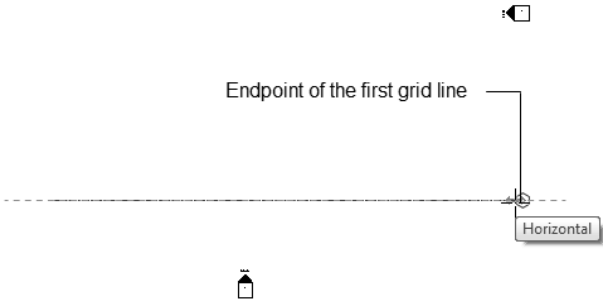

Figure 3-57 *The location for the endpoint of the first horizontal grid line*
4. On clicking, a grid line emerges. Move the cursor horizontally to the right and click when it reaches at a point below the **East** elevation arrow; refer to Figure 3-57 for location.